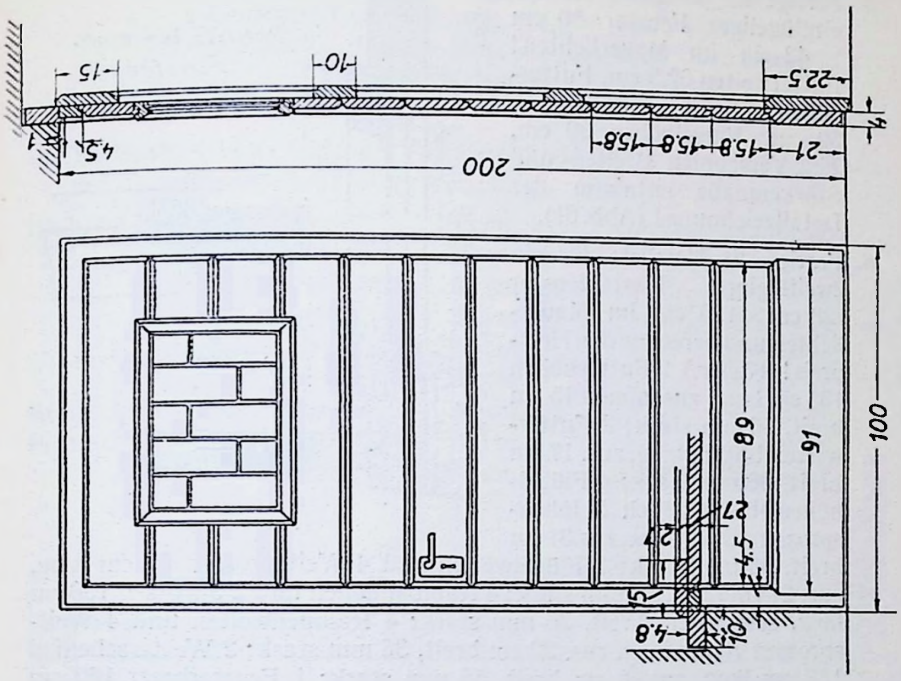

Abb. 59. Kellertür.
3. Stelle die Holzliste für die Kellertür Abb. 59 auf!